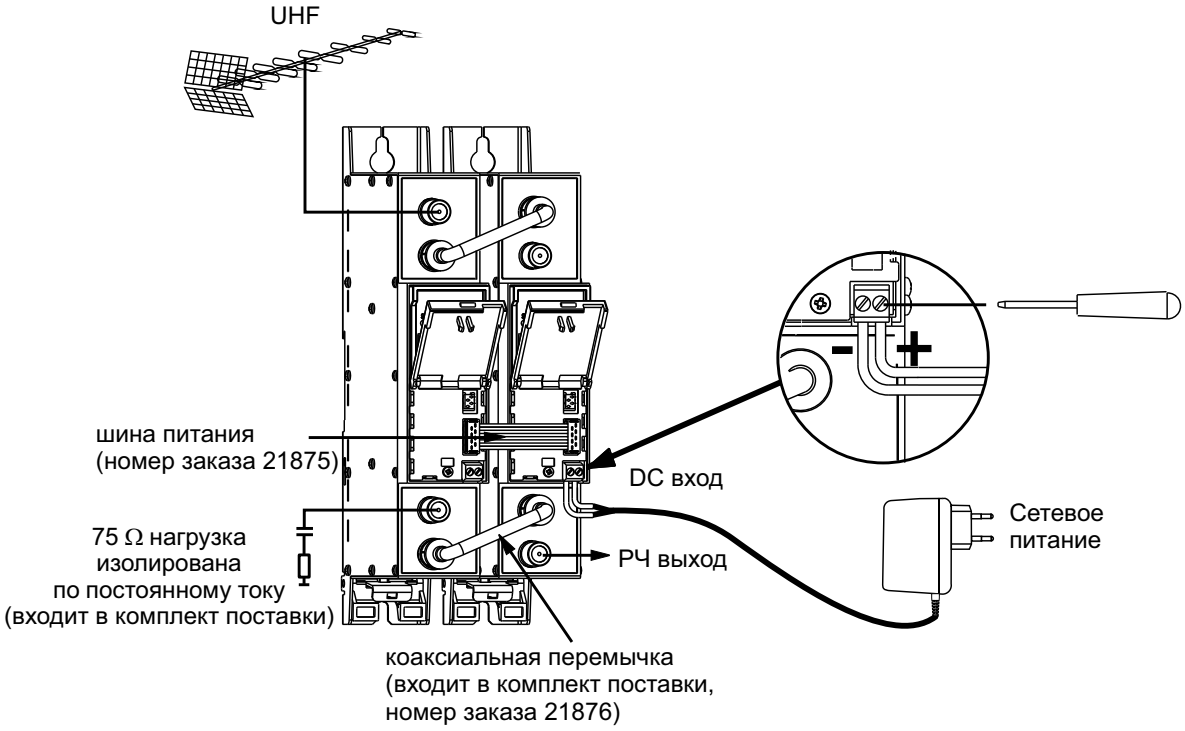

Рис. 3. Питание усилителя
Напряжение питания должно быть подключено после того, как at420 будет установлен в соответствующую позицию (Рис. 2, 4 и подключен Рис. 3). После этого, устанавливается меню нормального режима работы и возможна настройка параметров потребителем.
Если вход RF IN (5) не используется, к нему необходимо подключить изолированную по постоянному току нагрузку 75 Ω, входящую в комплект поставки (см. Рис. 3).